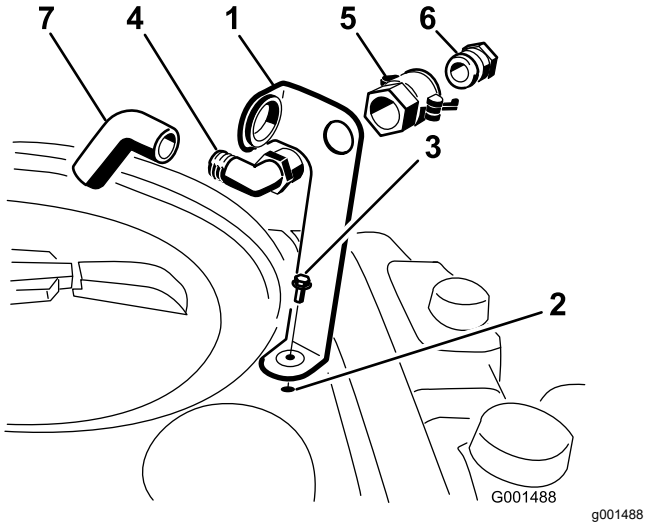

Figura 3
1. Coloque o suporte do receptáculo de preenchimento sobre o orifício rosqueado no tanque e prenda-o com um parafuso de cabeça flangeada (5/16 x ¾ pol.), conforme mostrado na Figura 3.
2. Coloque a extremidade rosqueada do encaixe em cotovelo a 90° através do suporte e rosqueie o acoplador rápido, prendendo-o ao suporte (Figura 3).
3. Instale o adaptador da mangueira no acoplador rápido (Figura 3).
4. Trave o adaptador no lugar girando as alavancas em direção ao adaptador e, em seguida, prenda-as com os contrapinos em grampo (Figura 3).
5. Instale a mangueira anti-sifão através da abertura grande no suporte e na extremidade farpada do encaixe em cotovelo a 90° (Figura 3).